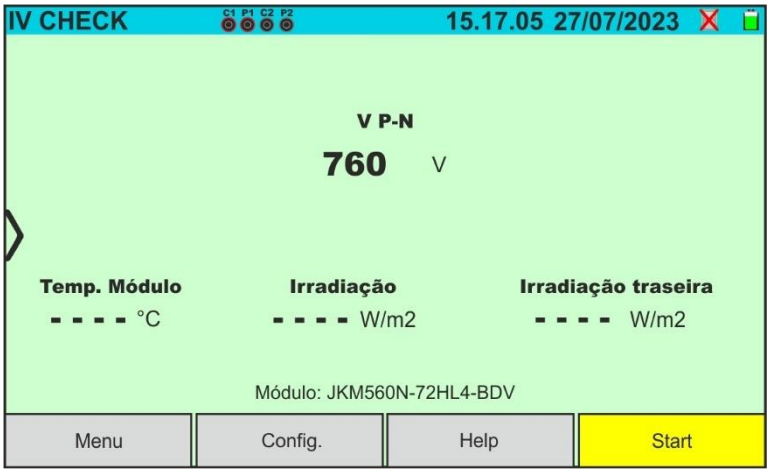

Fig. 36: Ecrã de teste inicial I-V sem unidade remota em módulos Bifaciais
5. No caso dos módulos **Bifaciais**, o ecrã da Fig. 36 é apresentado no visor. São apresentados os seguintes parâmetros: